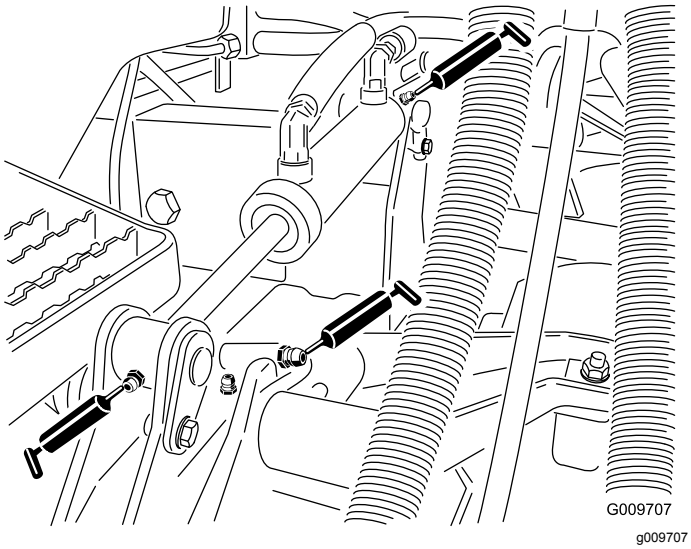

Figur 46
- Løftearmsbøsninger (1 pr. skjold) (Figur 46)
- Løftecylinderbøsninger (2 pr. skjold) (Figur 46)